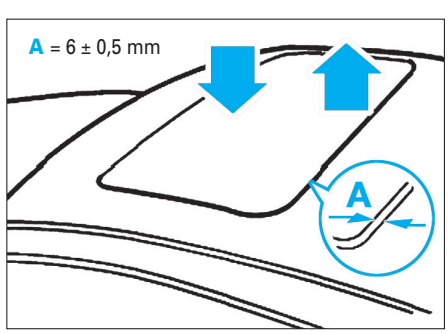

Fig. 148
- l'écart (A) entre le toit en verre et le pavillon **(Fig.148)**